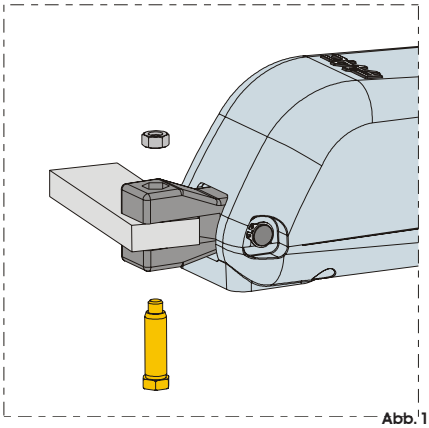

Abb. 12
5) Den Antrieb am hinteren Bügel mit Hilfe der im Lieferumfang enthaltenen Stifte befestigen, siehe Abb. 12.